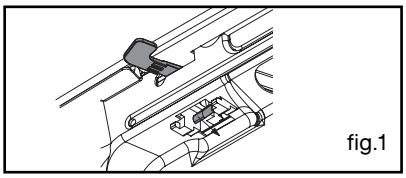

fig.1
- Tryk på anordningen på panelet til systemet nulstilles, og luk lågen (fig.1).